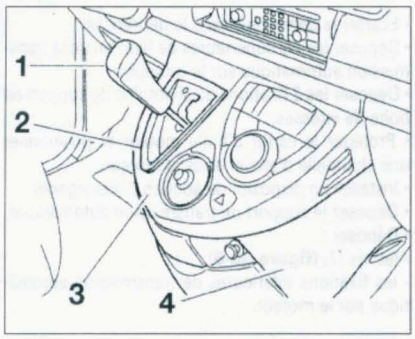

Figure 3b-7
- Déconnecter les connecteurs (5) **(figure 3b-8)**.